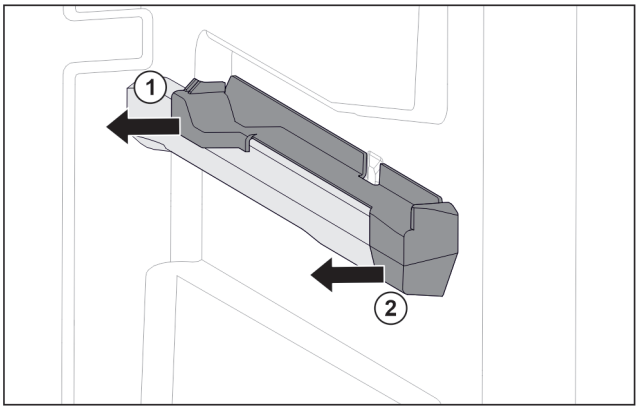

Fig. 149 Piesă de fixare pe nervura din dreapta a recipientului
▶ Scoateți piesa de fixare din spate în lateral. *Fig. 149 (1)*
▶ Scoateți piesa de fixare din față în lateral. *Fig. 149 (2)*